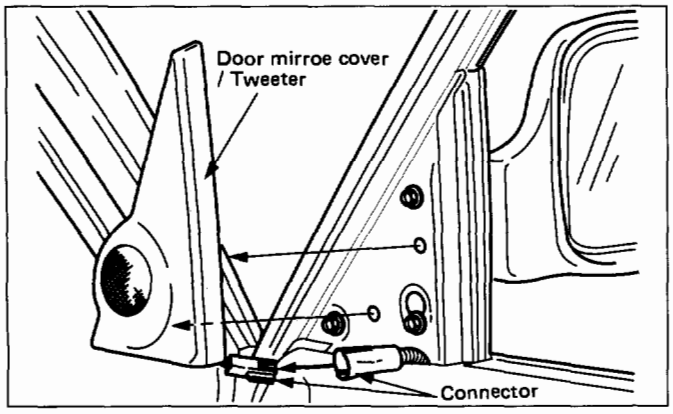

Fig. 10-97
1. **Door mirror cover (Fig. 10-97)**
- On a model equipped with a tweeter, remove the connectors. (Fig. 10-97)